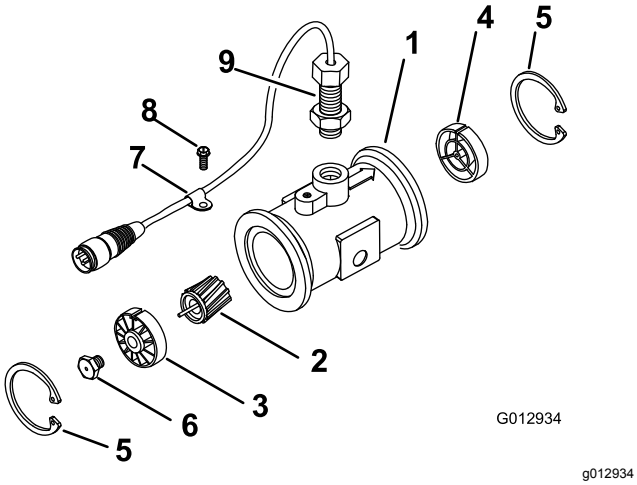

Figur 59
3. Ta bort fästringen på uppströmssidan (Figur 59).